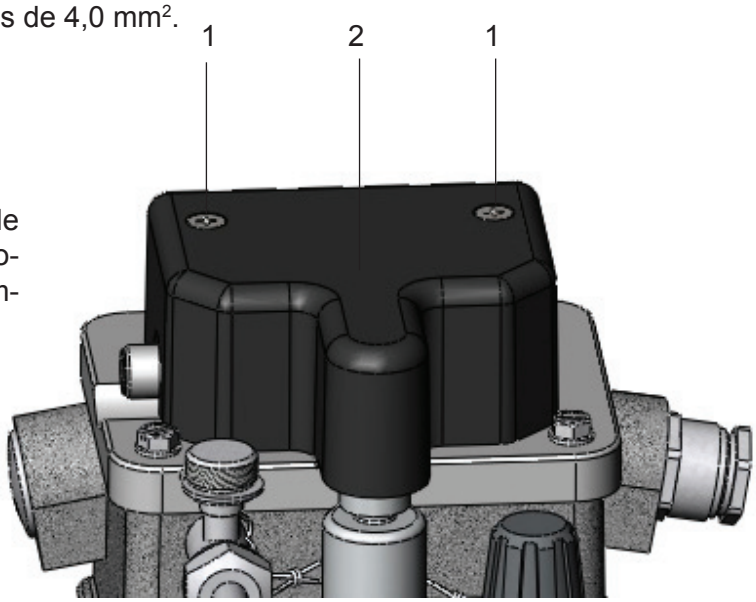

Figura 4 - Tapa con cubierta
- Afloje los 2 tornillos M5 (Figura 4/1)
- Saque la cubierta (Figura 4/2)
- Separe la conexión entre la sonda de medida y la unidad amplificadora aflojando el conectador tipo macho y hembra LS - M8 (Figura 4/3)